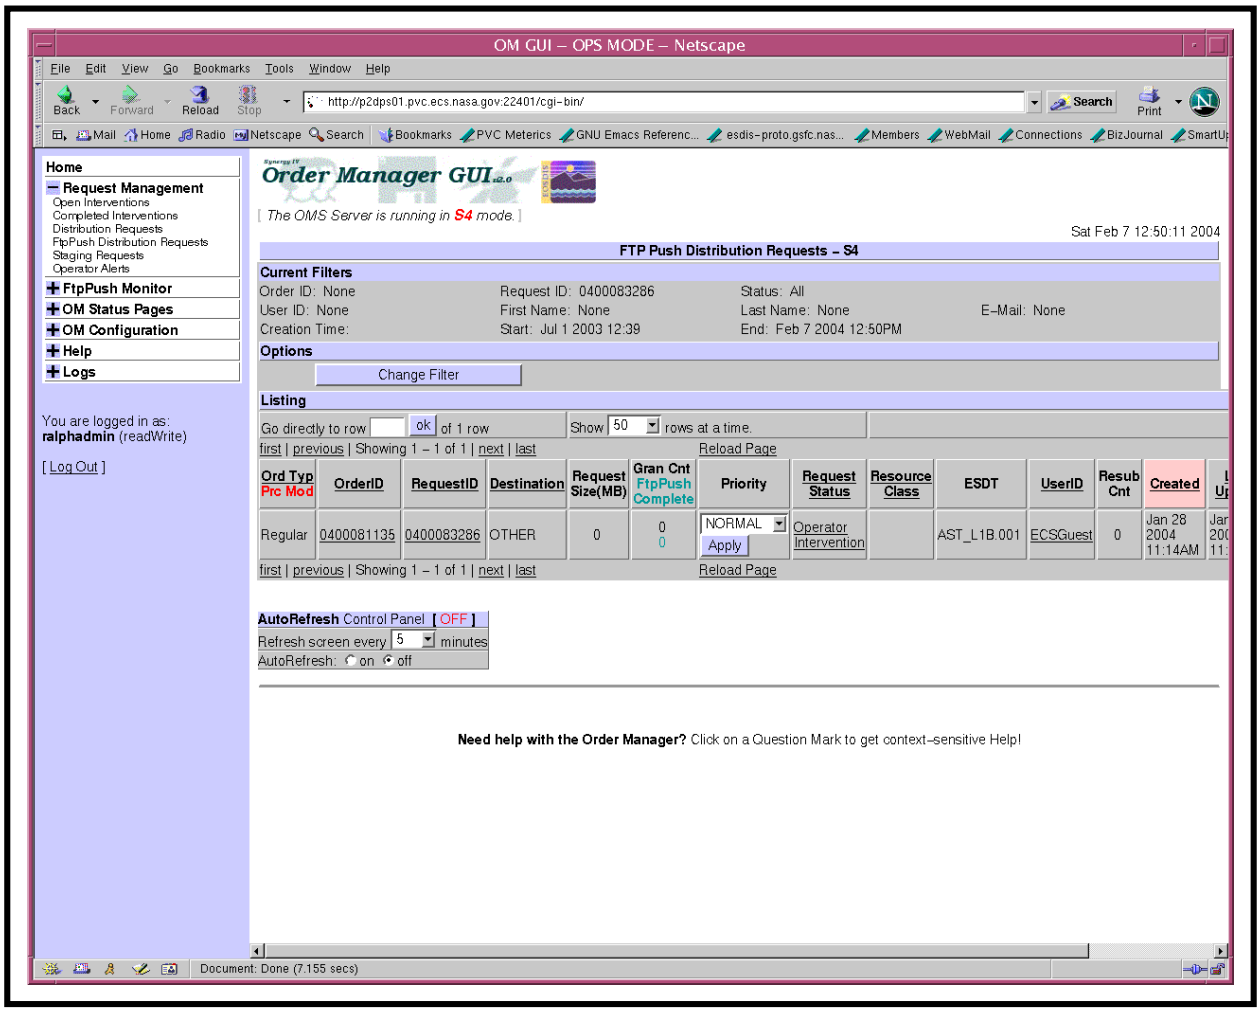

Figure 33. FtpPush Distribution Requests Page
- **FtpPush Distribution Requests** page (Figure 33).